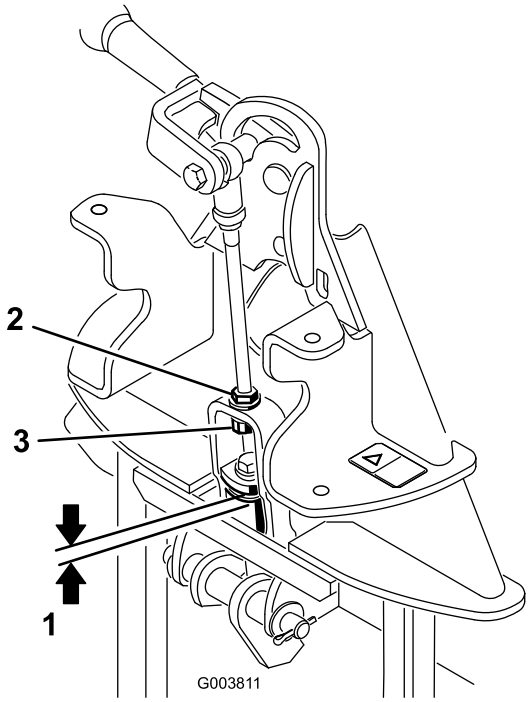

Figura 6
2. Mida el espacio entre la arandela superior y el espaciador del conjunto de enganche del adaptador del accesorio, según se muestra en Figura 6.